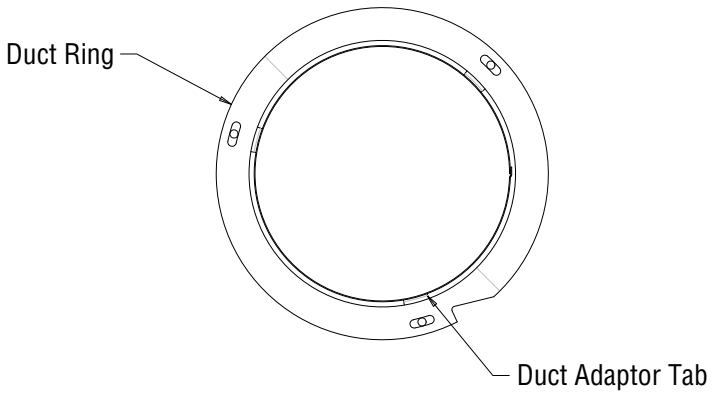

Figure 22 - Collar Slot and Adaptor Tab Alignment
4. Align the collar slots with the holes in the adaptor; fasten the collar and the adaptor to the top of the fireplace using 3 of the sheet metal screws provided. The collar will fit loosely around the openings *(see **Figure 22**)*.